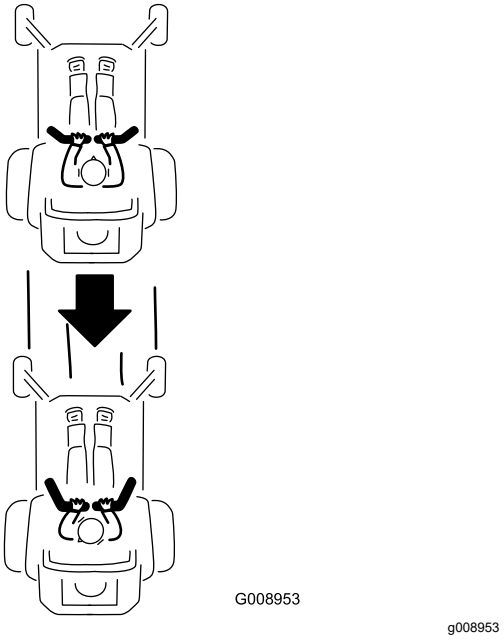

Figur 27
2. Backa genom att försiktigt dra rörelsereglage-spakarna bakåt (Figur 27).